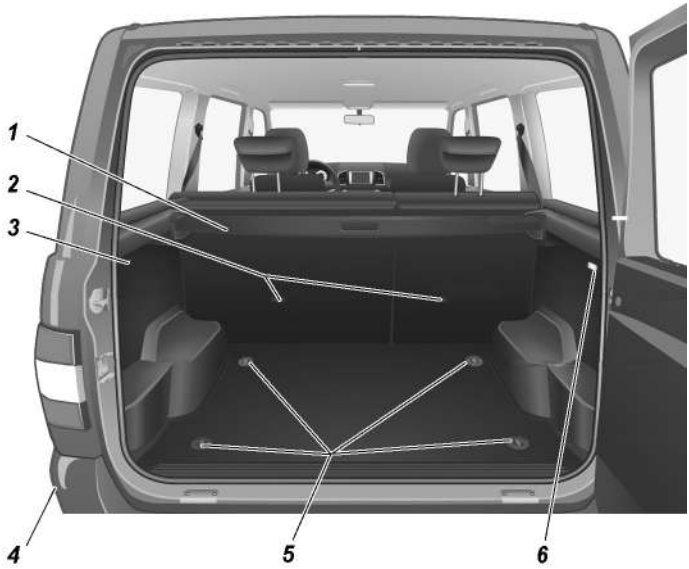

Рис. 3.57. Багажное отделение:
В систему крепления ISOFIX входят два нижних кронштейна ISOFIX и кронштейн для верхнего страховочного ремня ISOFIX (рис. 3.57).
– закрепите верхний страховочный трос за кронштейн крепления верхнего ремня ISOFIX (рис. 3.57);
Багажное отделение (рис. 3.57)
В багажном отделении автомобиля (в зависимости от комплектации) расположена выдвижная шторка 1 (рис. 3.57).